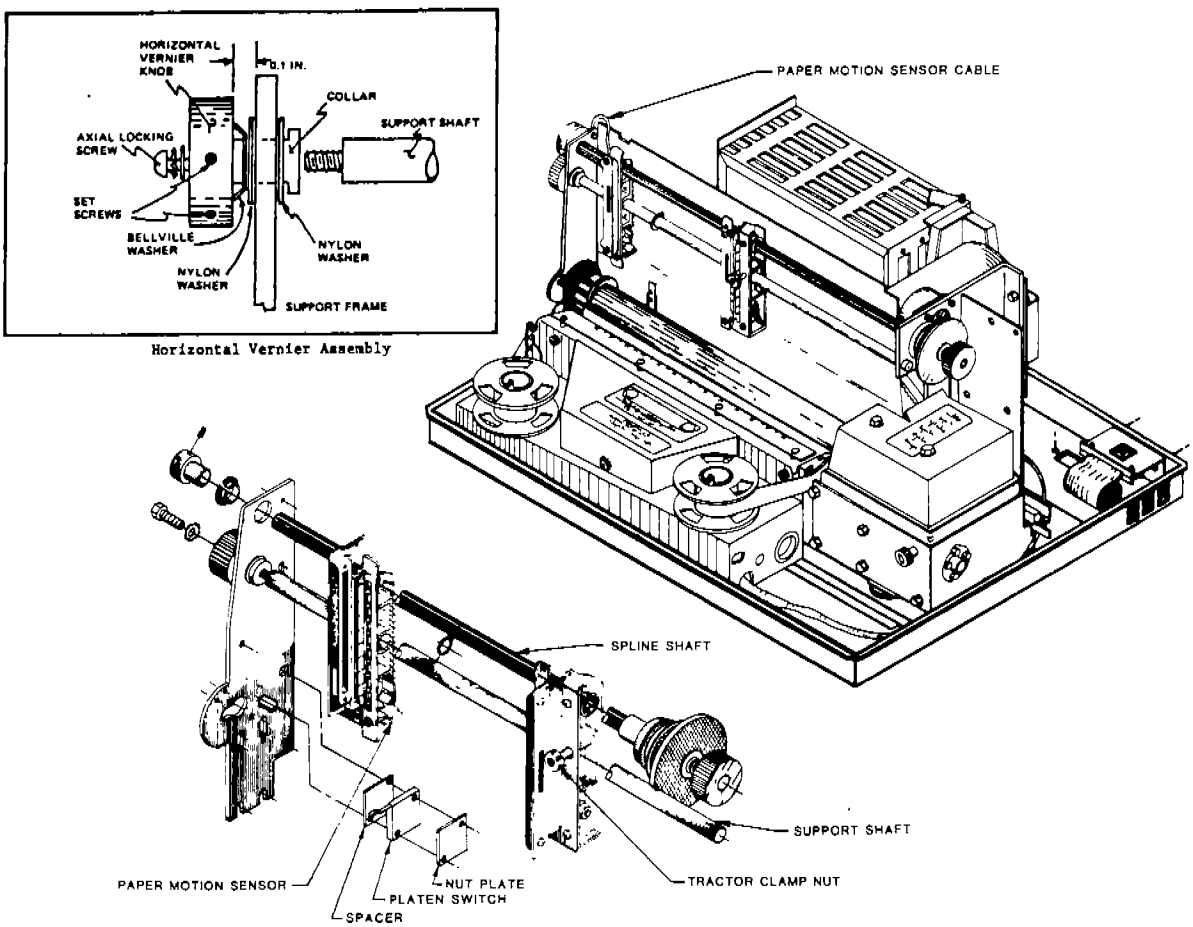

FIGURE 3-23.
4. Remove the screw and washers that secure the support shaft to the knob center (Figure 3-23); then unscrew the support shaft until it is free from the knob center.